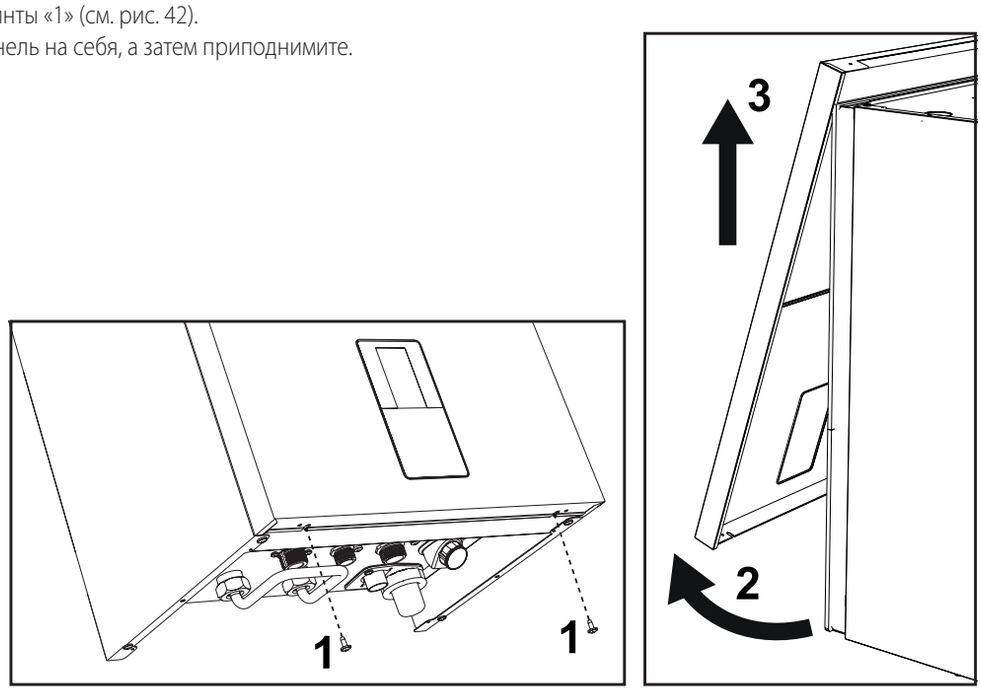

Рис. 42. Открытие передней панели
1. Открутите винты «1» (см. рис. 42).